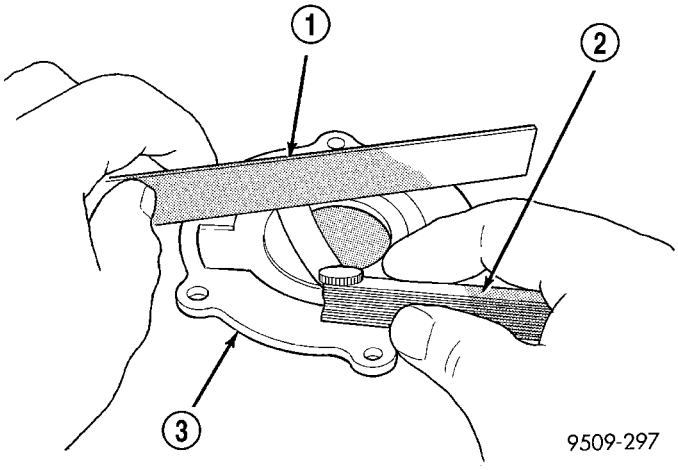

Fig. 99 Checking Oil Pump Cover Flatness
(1) Inspect the mating surfaces of the oil pump cover. Surface should be smooth. Replace pump cover if scratched or grooved.
(2) Lay a straightedge across the pump cover surface (Fig. 99). If a 0.025 mm (0.001 in.) feeler gauge can be inserted between cover and straight edge, cover should be replaced.